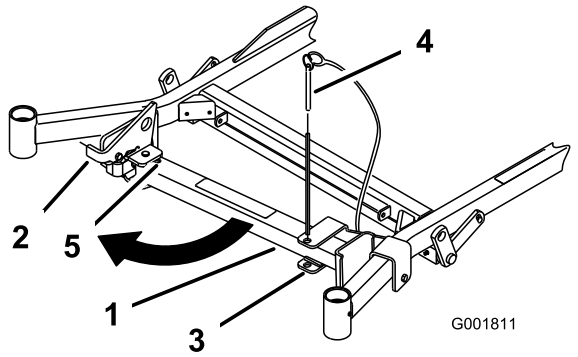
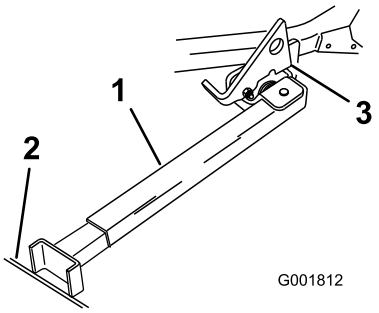

Figuur 26
Figuur 27
2. Verwijder de pen van de beugel (Figuur 26).
3. Zet de vergrendeling omhoog. Draai het voetstuk van de Z Stand aan de voorkant naar buiten en schuif de Z Stand in de richting van de machine in de onderkant van de sleuf (Figuur 26 en Figuur 27).
4. Plaats het voetstuk op de grond en laat de vergrendeling op de draailip rusten (Figuur 27).
Opmerking: Om de beste resultaten te verkrijgen, moet u het voetstuk in spleten in een voetpad of een gazon plaatsen (Figuur 27).
6. Rij de machine de Z Stand op. Stop de machine als de vergrendeling boven de lip in de vergrendelde stand valt (Figuur 27). Als de machine op de Z Stand staat, stelt u de parkeerrem in werking en zet u de motor af.
5. Zet de Z Stand terug in de rustpositie (Figuur 26).